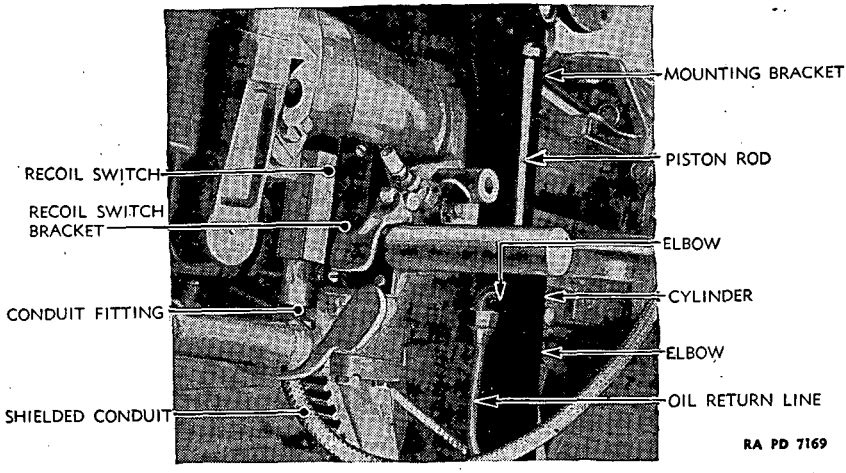

FIGURE 107.—Recoil switch, cylinder, and mounting bracket mountings, gyro-stabilizer unit.
(7) Reconnect the wiring and remount the switch.
(8) Adjust the recoil switch in the following manner: When the switch is mounted as shown in figure 107, the gun pushes in the plunger so the contacts are open. When the gun is in battery position (fig. 107), the plunger must be pushed in approximately one-half of its total travel. If the plunger is not pushed in sufficiently, it will be necessary to place a shim between the switch mounting bracket and the rear machine-gun bracket. If the plunger is pushed in too far, it will be necesary to elongate slightly the two holes which are used for mounting the switch to the bracket. This will allow the switch to move toward the muzzle of the gun the desired distance as determined by the elongation of the holes. Be sure to tighten the mounting screws as tightly as possible so the switch will not shift.